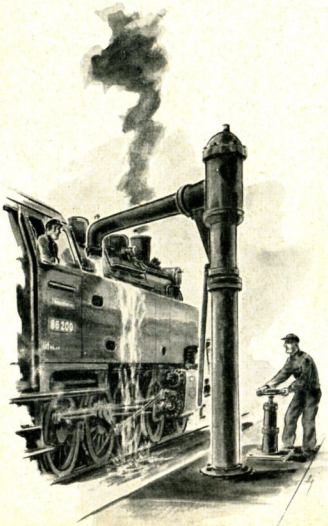
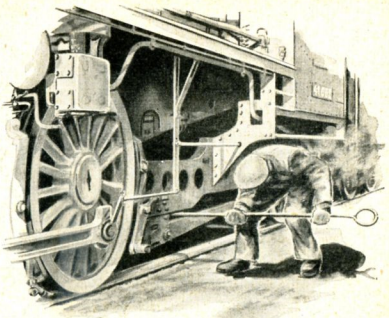

Fig. 53 Alimentation en eau à la grue hydraulique
Fig. 54 Décrassage sur la fosse de décrassage
2. Décrassage (Fig. 54) et alimentation en eau (Fig. 53) à la fosse de décrassage